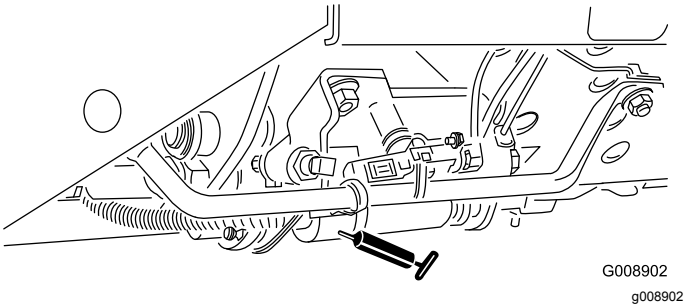

Figure 35
- Mow/transport slide (Figure 35)